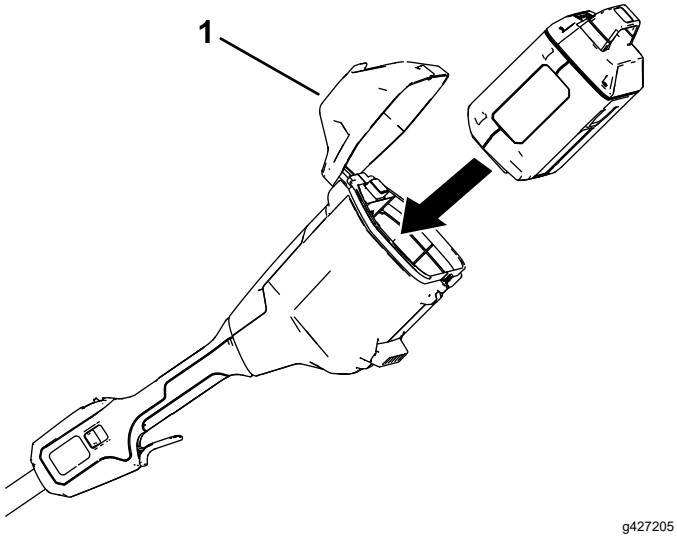

Figura 8
2. Abra a tampa da bateria (Figura 8).
3. Alinhe a cavidade no conjunto de baterias com a lingueta no compartimento da bateria (Figura 8).
4. Empurre a bateria para o compartimento da bateria até que esta encaixe no trinco (Figura 8).